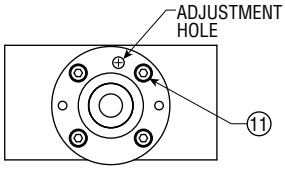
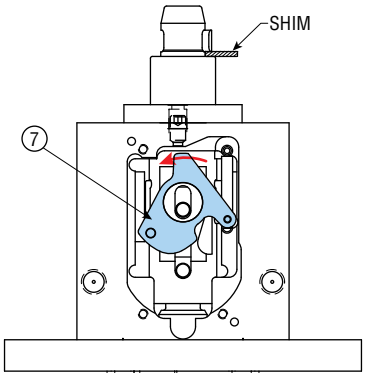

FIGURE 6
FIGURE 3
3) Install the shims under the finger(s) to match the panel thickness required. (See Figure 3.) Actuate the PLKD to clamp on the shims with air pressure (87 psi [6 bar]). The lock bracket assembly (item 7) will rotate counter-clockwise into position under the adjustment screw.
6) Unclamp the unit, remove the shim and two fasteners (item 11).
7) Rotate the part support (item 1) 180° so the adjustment screw is hidden as shown (Figure 6).
8) Add the four screws (item 11) back on and tighten to 44 in-lbs [5 Nm].
CAUTION: The PLKD unit requires the cover plate (item 22) with the cover plate assembly (item 20) to be **completely** mounted to the unit with the screws (3X item 14). The locking bracket assembly (item 7) will not properly sequence without these correctly assembled. Figures 3 through 5 are for reference to describe how to set the lock.